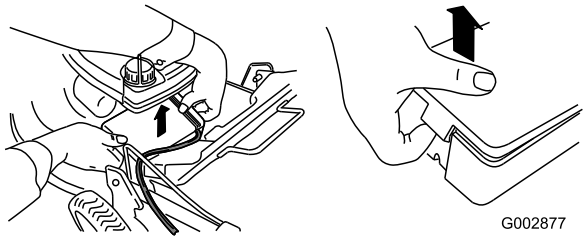

Figur 40
1. Løsne begge endene av batteriet og fjern det (Figur 40).